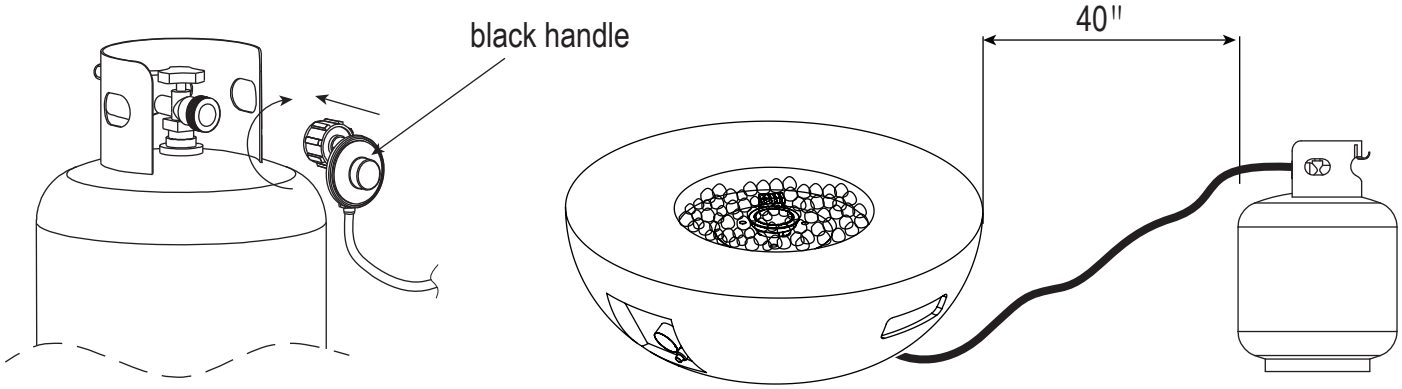

Figure 3
3. Connect the regulator, screw the black handle clockwise to tighten, turn the black handle counterclockwise to remove. The hose must not turn upside. The knob on the control panel is turned all the way to the “OFF” position when the fireplace is NOT in use (See Figure 3).